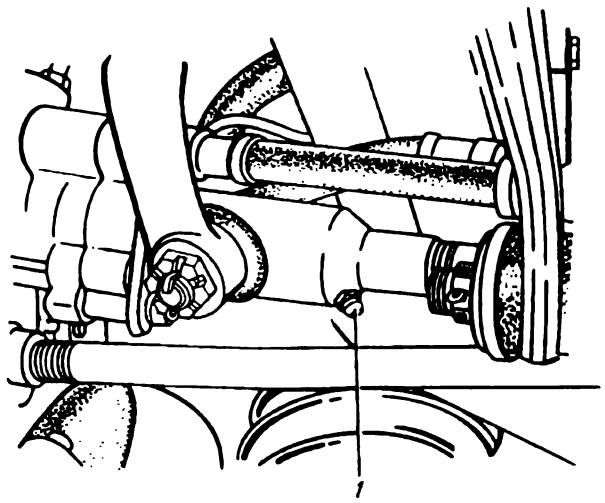

Рис. 5. Смазка шарнира наконечника клапана гидроусилителя руля:
3. **Шарнир (рис. 5) наконечника клапана гидроусилителя руля** шприцуйте до выхода свежей смазки из-под уплотнителя.